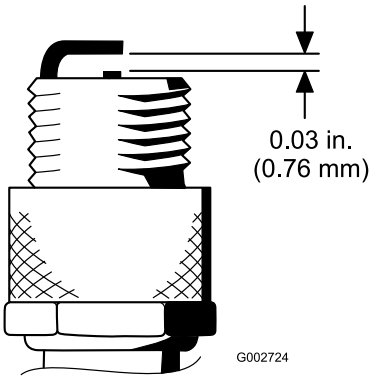

Figuur 46
4. Zorg ervoor dat de elektrodenafstand tussen de centrale elektrode en de massa-elektrode 0,76 mm bedraagt (Figuur 46).